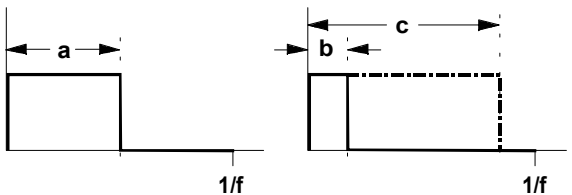

Abb. 2: verschiedene Pulsweiten einer Pulswelle
Der VCO liefert am Ausgang ❼ eine Pulswelle. Sie können die **Pulsweite** (s. Abb. 2) manuell einstellen oder per Steuerspannung verändern (**Pulsweitenmodulation**).
Je weiter die Pulsweite von der symmetrischen Pulswelle abweicht (s. Abb. 2, b und c), desto geringer wird der Anteil unterer Harmonischer; der Klang wird zunehmend "spitzer" und "nasaler".
④ PW
Mit dem Regler ④ stellen Sie die Pulsweite (engl. *pulse width*) der Pulswelle ein, die Sie am Ausgang ❻ abgreifen können (s. Abb. 2 und Beschreibung zu ❻).
⑤ PW CV 2